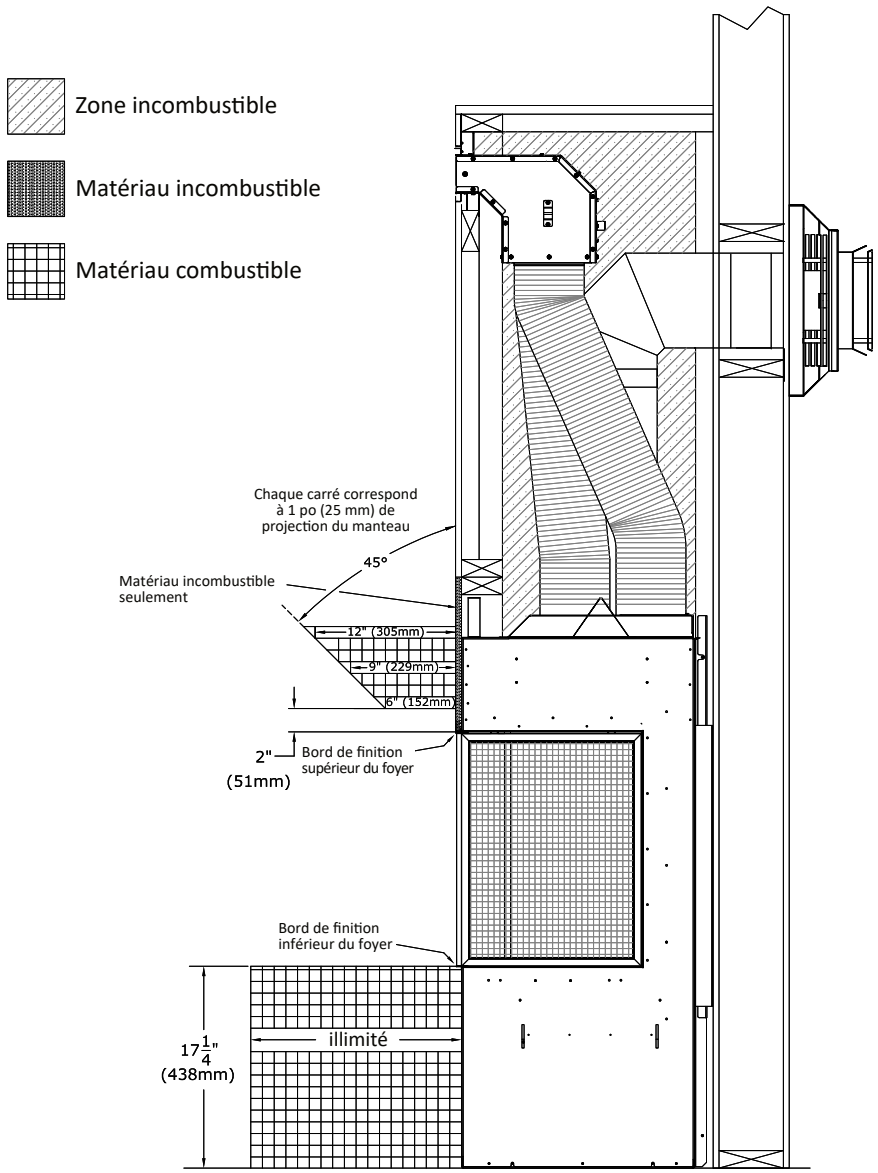

Figure 3.23 - Projections du manteau et de l'extension d'âtre
- **Projection du manteau combustible:** Comme la Figure 3.23 l'indique, un manteau ayant 6 po (152 mm) de projection maximum peut commencer à 2 po (51 mm) au-dessus des bords de finition supérieurs situés à l'avant et aux cotés du foyer. La projection du manteau peut augmenter de 1 po (25 mm) pour chaque pouce (25 mm) de hauteur additionnelle, à partir d'un manteau de 6 po (152 mm).
- **Extension d'âtre combustible**: Une extension d'âtre combustible peut avoir une projection illimitée et peut être surélevée jusqu'au bord de finition inférieur du foyer. Voir la Figure 3.23.